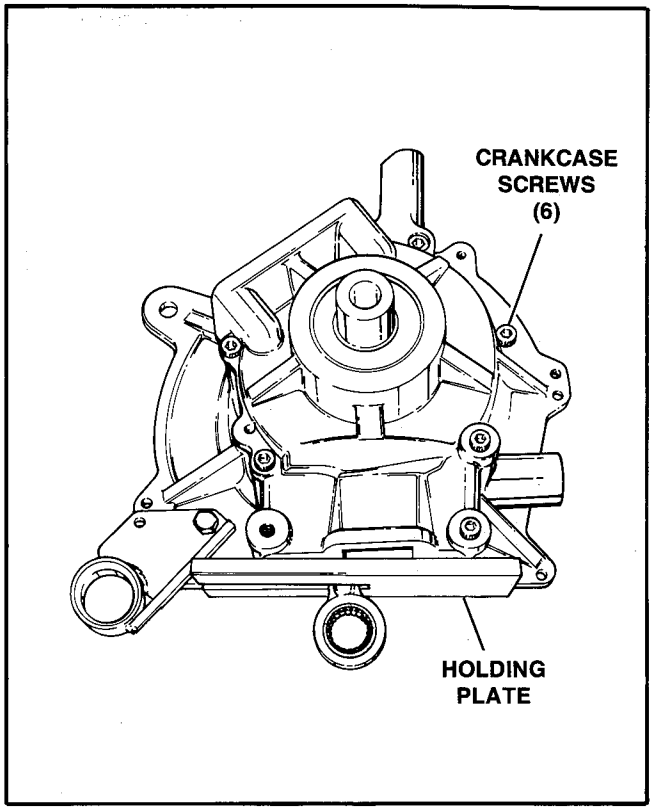

Figure 58 – Separate Crankcase Halves
g. See Figure 58. Remove the crankcase screws (1). Tap lightly on the motor mount bosses and separate the crankcase halves slipping the crankshaft out of the transmission side of crankcase half.
b. Place the crankcase halves on a press bed and press in bearings (4). Install internal retaining rings (1).
d. Insert the crankshaft in the transmission side of case and gasket (8) into crankcase halves and install the crankcase screws (1), Figure 58. Tighten crankcase screw to 7-9 ft.-lbs. torque.